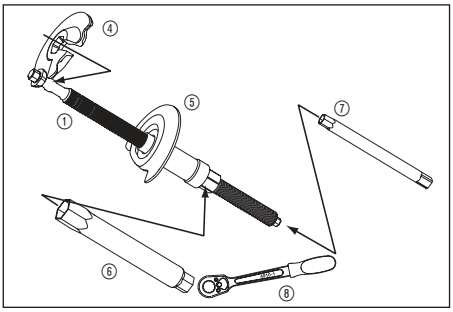

Bild 1
③ Aufbau und Funktion
- Untere Spannplatte ⑤ von der Seite in die Feder einführen **Bild 1**.